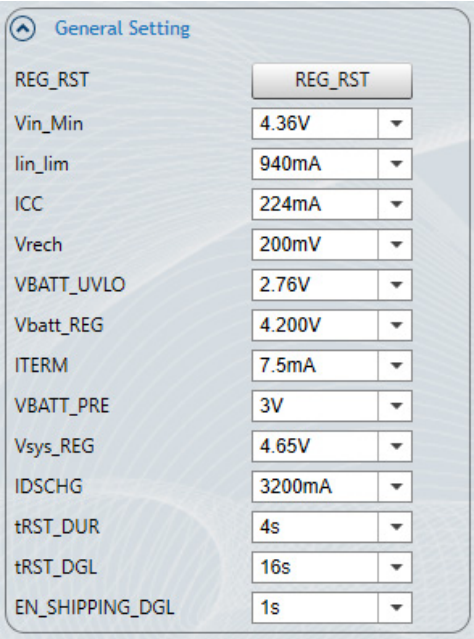

Figure 5: Charger Function
1. Figure 5 shows the default values of the charger function.